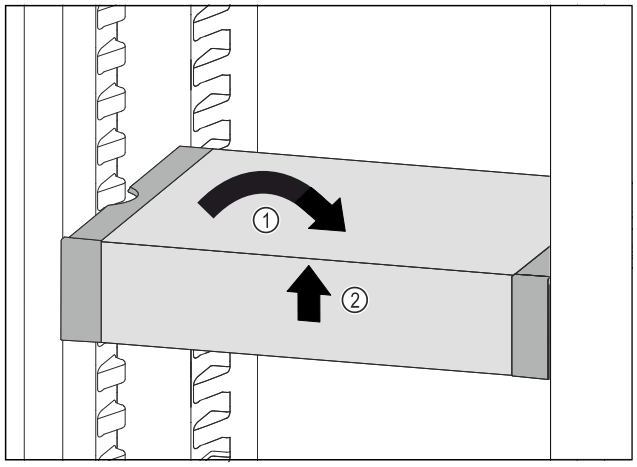

*Fig. 102*
▶ Set VarioSafe straight. *Fig. 102 (1)*
▶ Lift VarioSafe at the front. *Fig. 102 (2)*